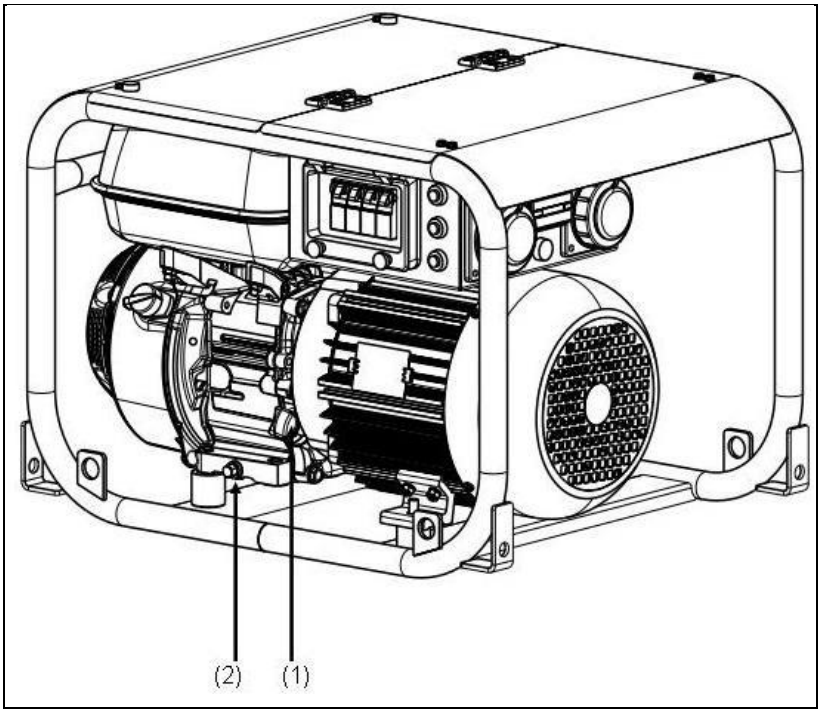

Rys. 6-1: Miarka kontroli poziomu oleju
1. Wykręcić szary bagnet poziomu oleju *(Rys. 6-1-(1))*.
2. Bagnet pomiaru poziomu oleju *(Rys. 6-1-(1))* wytrzeć suchą szmatką.
3. Bagnet pomiaru poziomu oleju *(Rys. 6-1-(1))* ponownie wsunąć i wyciągnąć. Gdy poziom przekroczy górny znacznik, należy spuścić olej, a gdy poziom spadnie poniżej dolnego zaznaczenia, należy dolać olej.
2. Ustawić pojemnik na olej pod korkiem spustowym oleju *(Rys. 6-1-(2))*.
3. Wykręcić korek spustowy oleju *(Rys. 6-1-(2))* i całkowicie spuścić olej.
5. Ponownie wkręcić śrubę spustową oleju *(Rys. 6-1-(2))*.